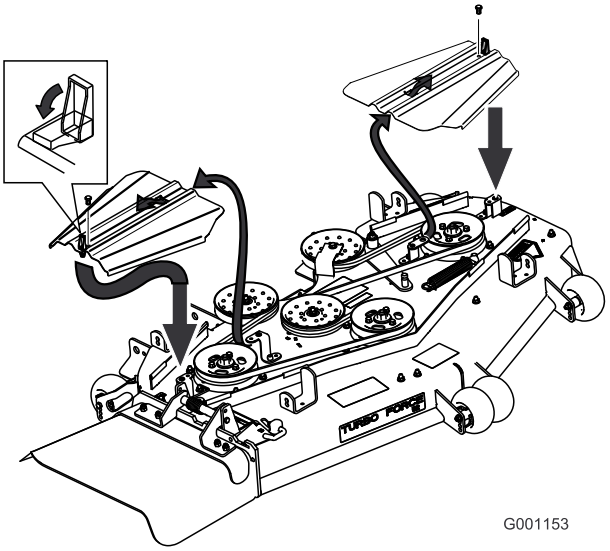

**Figur 58**
3. Fjern de bolte, der fastholder remskærmen, og fjern remskærmen (Figur 58).
9. Monter remskærmene ved at skubbe skærmen ind i tappen, montere boltene og lukke låsene (Figur 58).